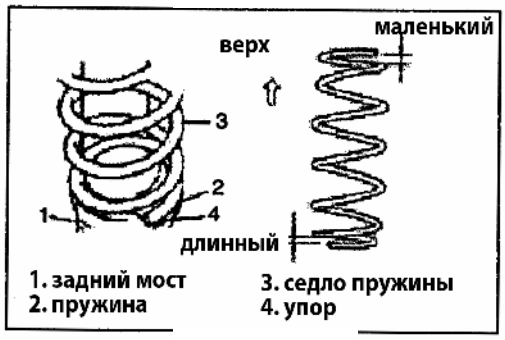

Рис. 582
2) Установите пружины (слева и справа) в седла пружин как показано на рисунке (Рис. 582).